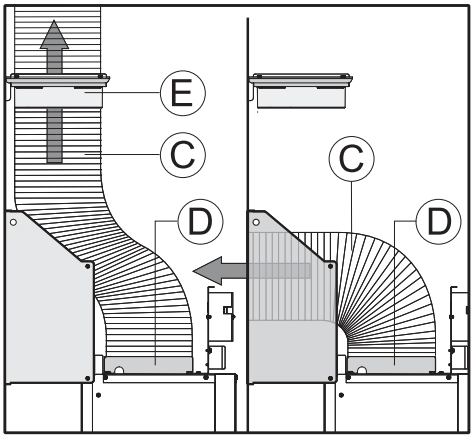
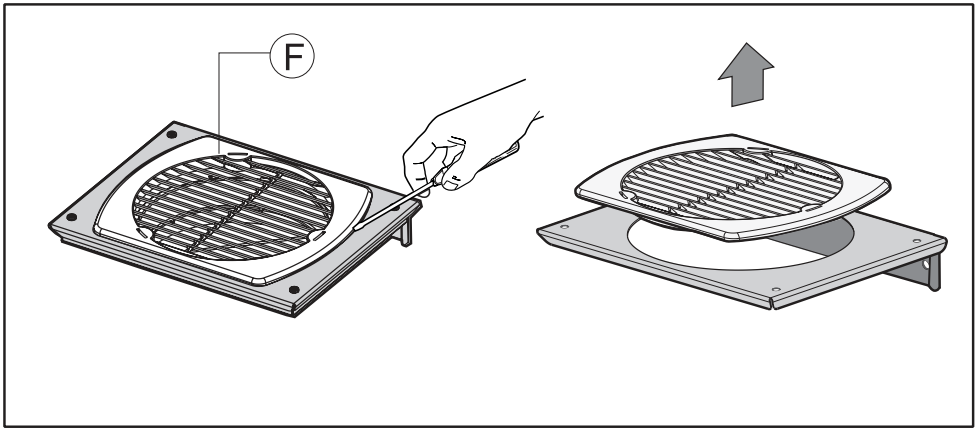

Fig.8
Fig.9
- Si su modelo funciona en versión aspirante, quite la rejilla F (**Fig. 9**) sólo en el caso en que sea necesario hacer pasar el tubo de evacuación de aire dentro de la abrazadera de salida de aire E **Fig. 8**.